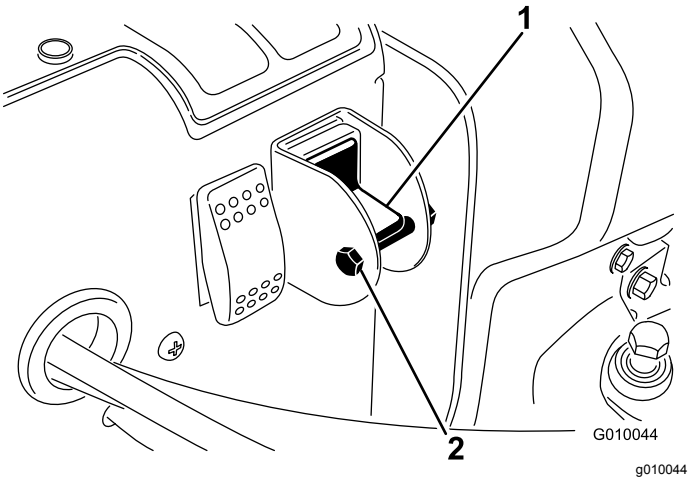

Figur 30
4. Lossa låsbulten och muttern från väljarreglaget (Figur 30).